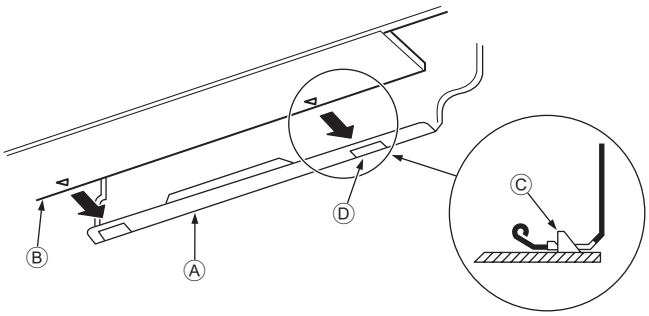

Fig. 3-15
3. Al introducir las tuberías de refrigerante y la manguera de drenaje en el orificio de penetración en la pared (manguito de penetración), cuelgue la parte superior de la unidad interior en la placa de montaje ①.
5. Fije la unidad en la placa de montaje ① empujando la parte inferior de la unidad. (Fig. 3-15)
* Asegúrese de que los tiradores de la parte inferior de la unidad interior estén bien enganchados en la placa de montaje ①.
- Ⓐ Placa de montaje ①